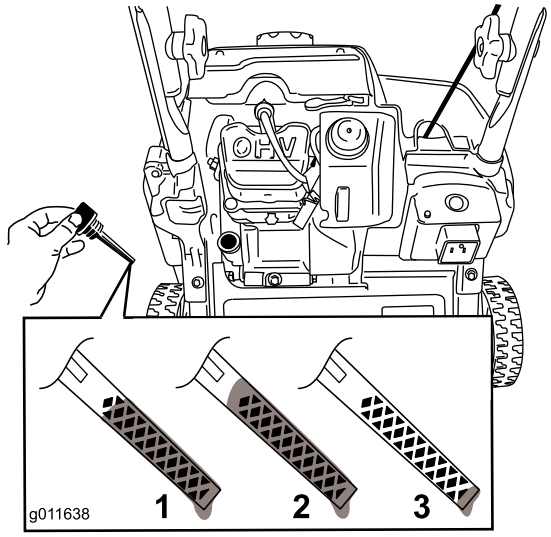

Figur 14
3. Rengjør rundt oljelokket (Figur 14).
8. For å avgjøre riktig oljenivå på peilestaven, se Figur 14.